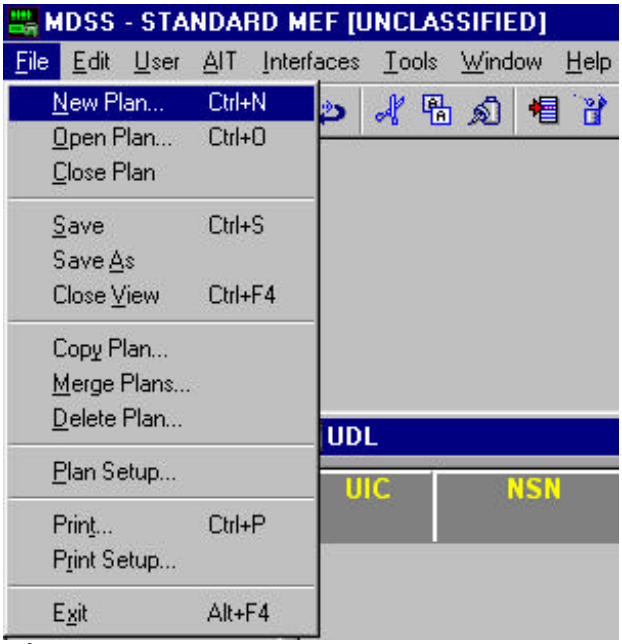

Figure 1.
STEP 1. Select the **File** option (see Figure 1).